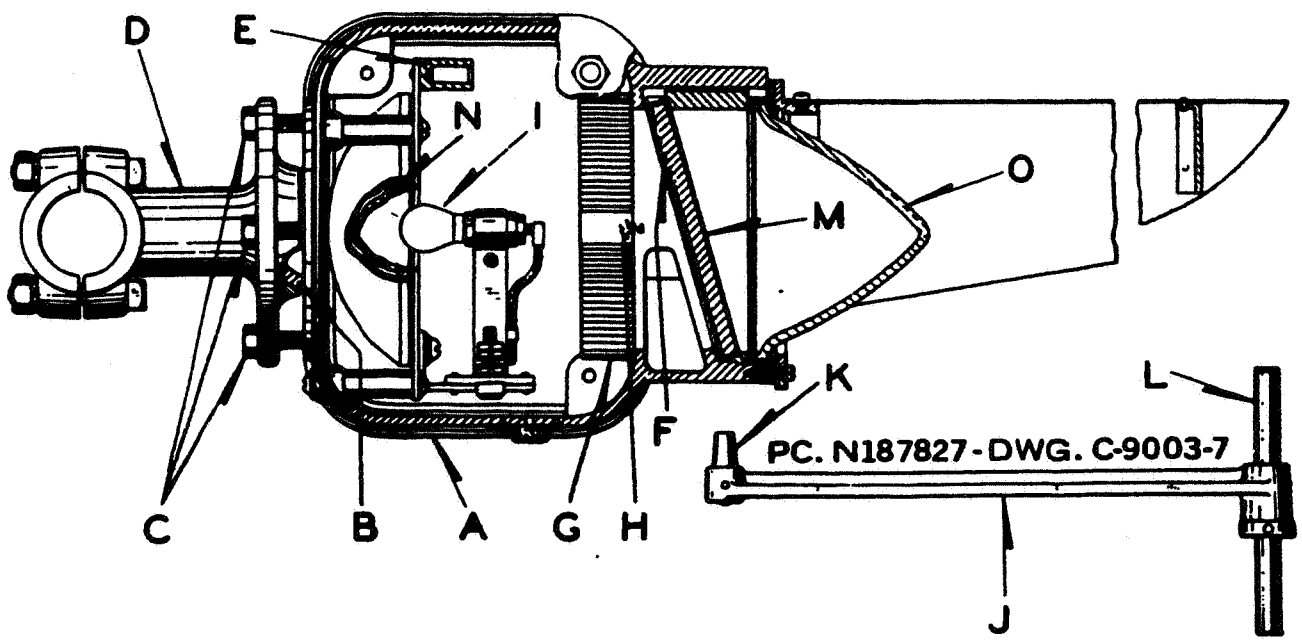

Figure 2. PL-3 Position Light Signal Adjustments
Before making any adjustment of the individual light units "A" (see Figure 2), case iron arm "D" must be checked to assure that it is securely fastened to its pipe support. Exact Alignment of the main light beam is obtained by adjustment of the individual light units "A" by means of the ball and socket joint "B", and with the use of a special sighting device "J", applied to socket "E". The entire adjustment can be accomplished by only one person located at the signal.
1. The cover glass "O" (Figure 2) and the reflector "N" should be kept as clean as possible at all times. These should be wiped off regularly with a lintless cloth. The cover glass "O" and spreader "M" are sealed into the unit and their inside surfaces need no cleaning. The back of spreader "M" can be cleaned by loosening screws "H" (at right and left of "G") and removing "Phankill" unit G.
3. REMOVE--To remove a position light unit, remove the four mounting/alignment bolts "C" (Figure 2) while supporting the light unit. When the bolts are removed, the light unit is then free to be lowered clear of the support and withdrawn from the background.
A. Visually inspect the light unit for a cracked or broken conical cover "O" (Figure 2), flat glass spreader (roundel) "M", or reflector "N". Replace as necessary (refer to Appendix A for item part number).